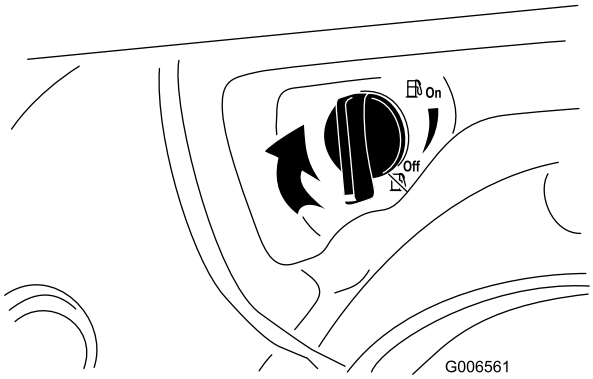

Rysunek 28
4. Zamknij zawór odcinający paliwo, przekręcając go w prawo (Rysunek 28).